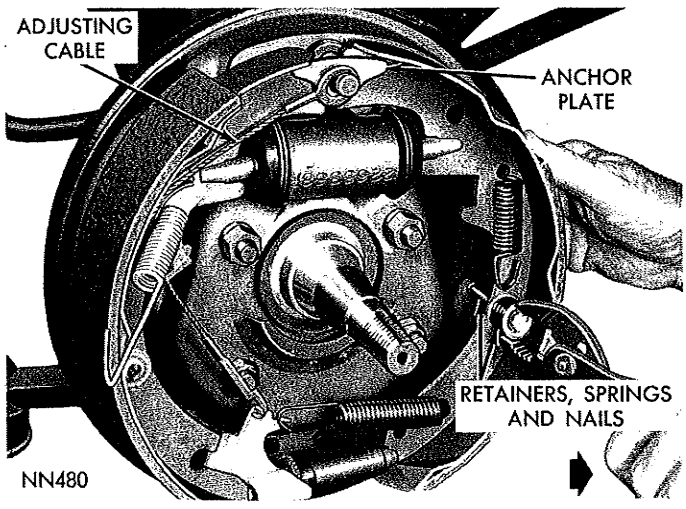

*Fig. 4—Removing or Installing Brake Shoe Retainer, Springs and Nails (Right Front)*
(2) Remove brake shoe retainer, spring and nails (Fig. 4).
(3) Slide eye of automatic adjuster cable off anchor and unhook from lever. Remove cable, cable guide and anchor plate.
(4) Disconnect lever spring from lever and disengage from shoe web. Remove spring and lever.
(5) Remove primary and secondary brake shoe assemblies and adjusting star wheel from support. Install wheel cylinder clamps (Tool C-416) to hold pistons in cylinders.